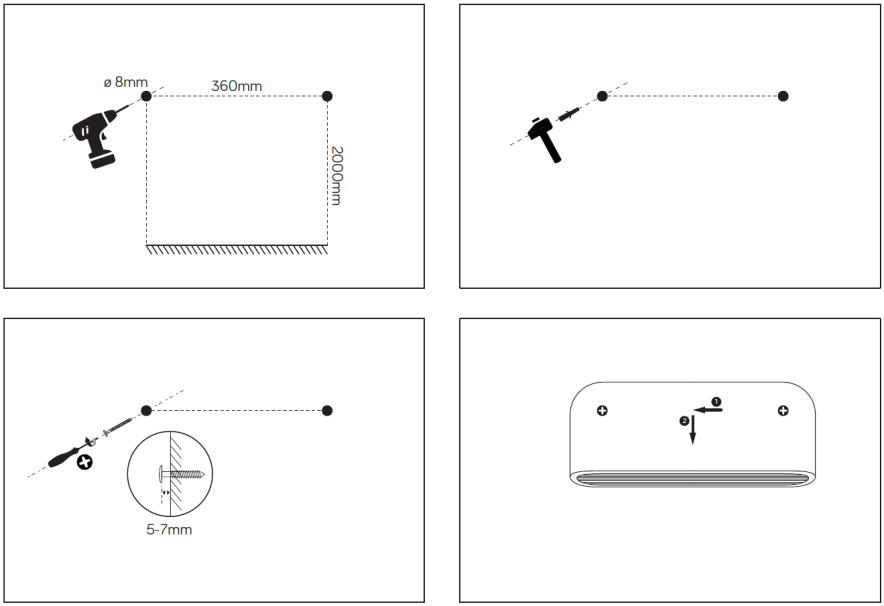

Рис. 2 Установка прибора на стену
2. Отметьте на стене 2 метки крепления с расстоянием между ними 360 мм. (**Рис.2**).